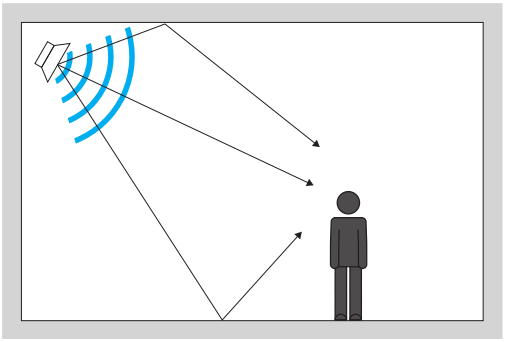

fig. 1 - Propagazione per via aerea
- per via aerea (rumore aereo), in cui le onde sonore, direttamente o attraverso pareti divisorie, si trasmettono dalla sorgente all'ascoltatore (*fig. 1*); rientrano in questa categoria il rumore prodotto da apparecchi radio e tv, dal parlato, dal passaggio di auto e treni, ecc.